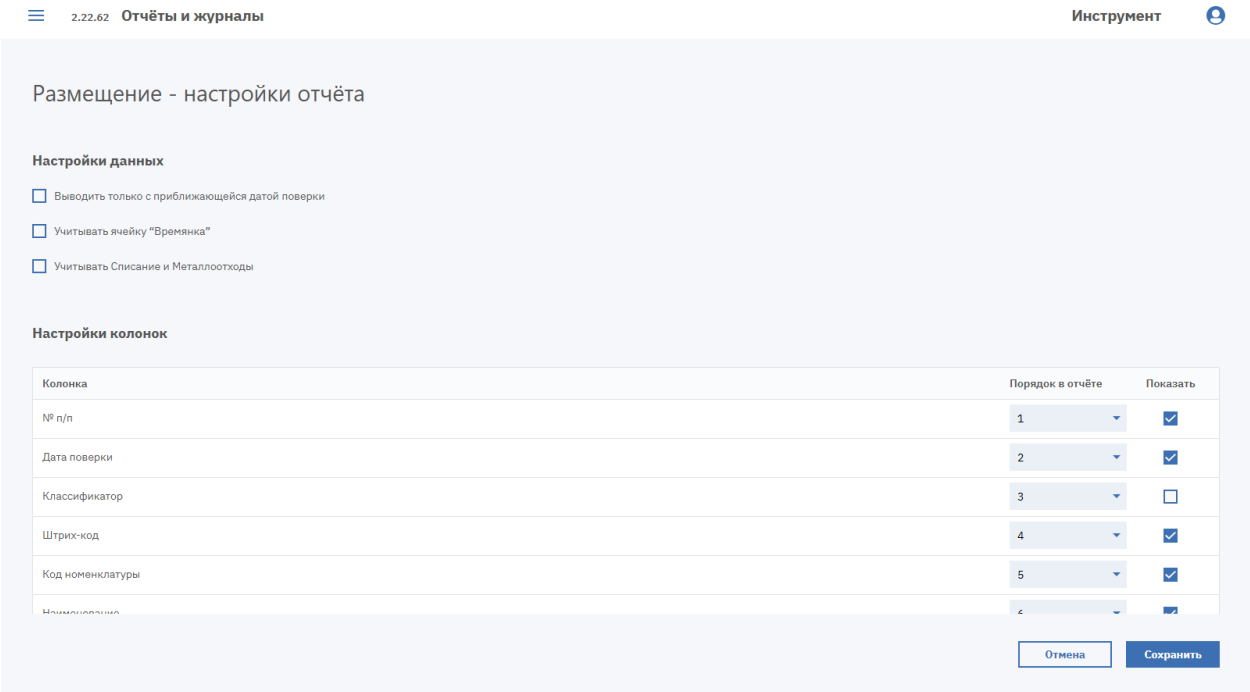

Рисунок 97. Страница «Размещение - настройки отчёта»
1. Нажмите значок «…» рядом с заголовком «Размещение». Откроется страница «Размещение - настройки отчёта» (см. Рисунок 97).